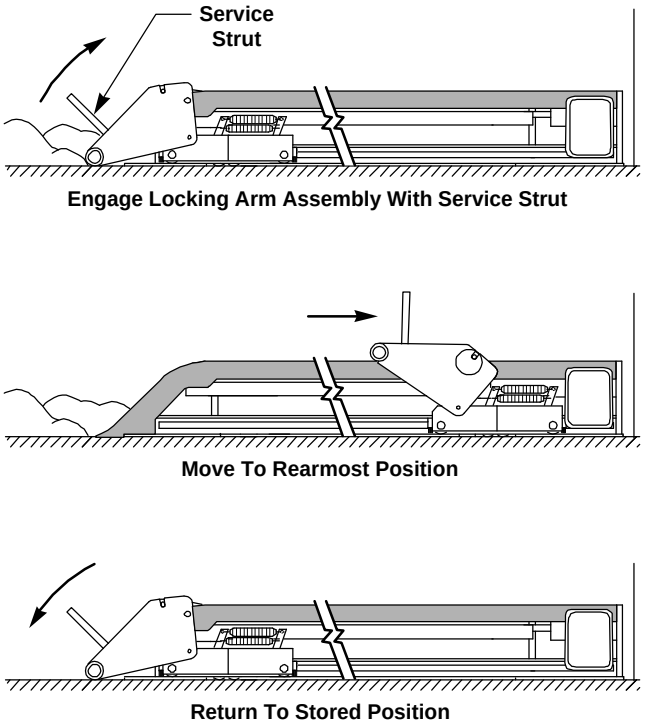

FIGURE 21 - SNOW REMOVAL
1. Using the service strut, move the locking arm assembly all the way towards the dock face. See Figures 21 and 22.